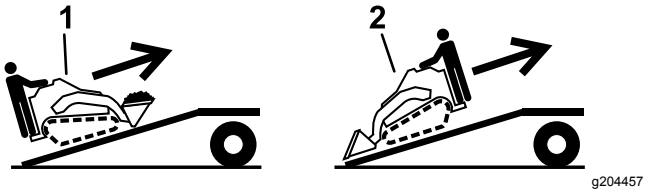

Rysunek 30
5. Załadunek maszyny na przyczepę wykonuj tak, aby cięższa jej strona była po wyższej stronie pochylni, ładunek przewoź nisko (Rysunek 30).
1. Obniż pochylnię i upewnij się, że kąt pochylni względem podłoża nie przekracza 15 stopni (Rysunek 30).